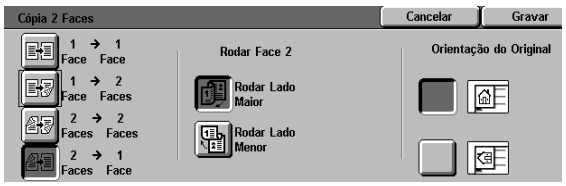

Figura 16: Opção Cópias 2 a 1 Face
– Ícone **2 para 1 Face** para cópias de uma face a partir de originais de duas faces, ilustrado na Figura 16. Prima **Rodar Lado Maior** se os seus originais forem de duas faces, topo com topo. Prima **Rodar Lado Menor** se os seus originais forem de duas faces, topo com fundo.